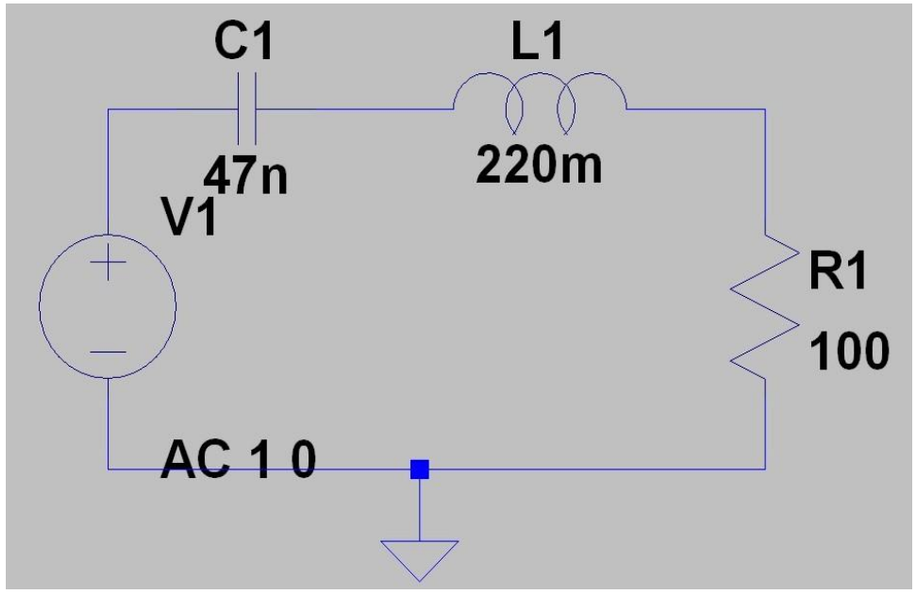

Figure 1: Series RLC circuit
- Consider the LTspice model of a series RLC circuit shown in figure 1.
3. Recreate the circuit shown in Fig. 1 in LTspice and run an AC analysis on it. Start with 3 points per decade and choose your start and end frequency to be roughly three decades either side of your expected resonant frequency.
1. Calculate the Q factor for the circuit shown in Fig. 1. Compare this value to a measured value based on the transfer function you simulated in the previous section. Does your simulated value agree with your calculations?